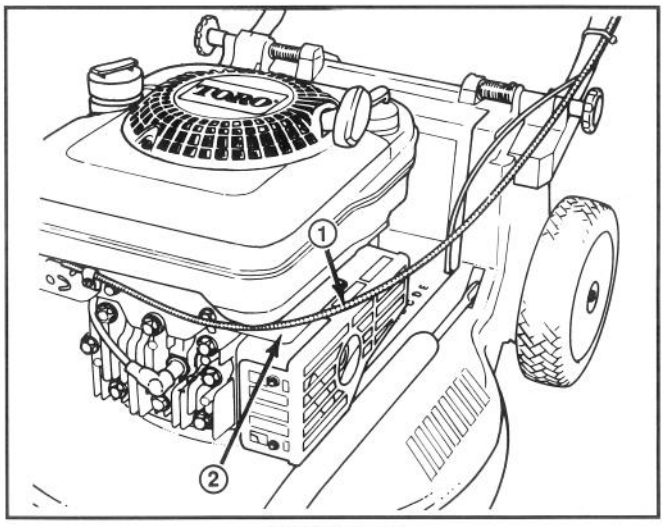

**Abbildung 3**
**6.** Das Gaszugkabel über die Auspuff-Abdeckplatte verlegen (Fig. 3).